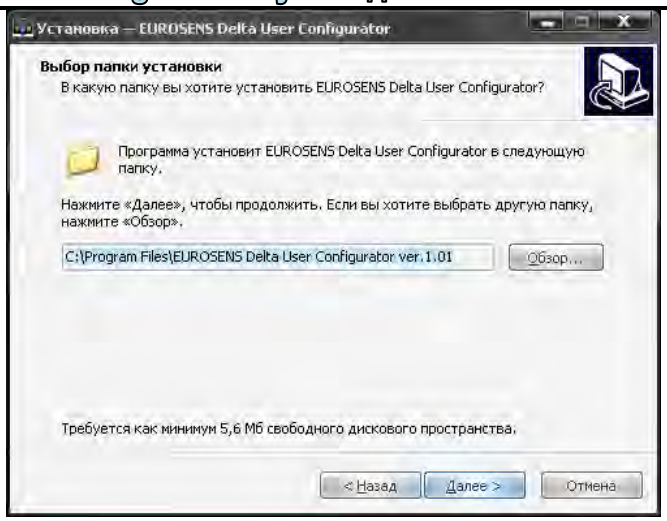

Рис.9
10) в следующем окне (рис.9) необходимо выбрать папку установки программы (по умолчанию программа устанавливается в папку **"C:\Program Files\ EUROSENS Delta User Configurator ver.X.X"** для операционной системы 16 бит и **"C:\Program Files (x86)\EUROSENS Delta User Configurator ver.X.X"** для операционной системы 64-bit):